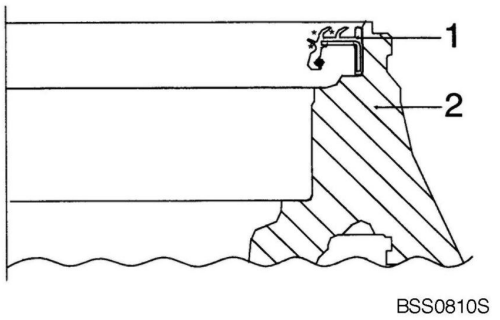

Figure 66
6. Install shaft seal with sealing lip visible to oil chamber, see Figure 66.